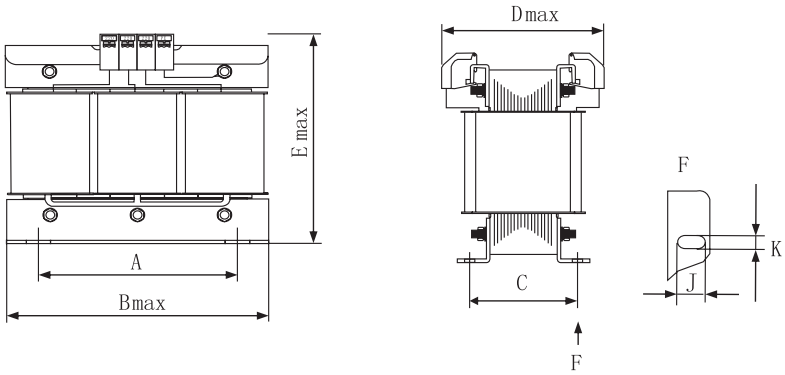
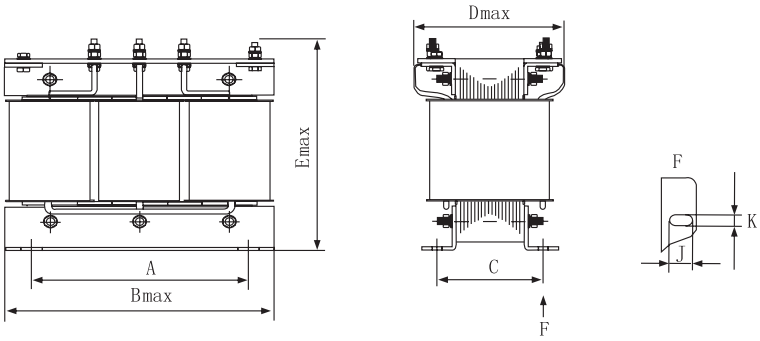

Fig. 1 Open type 5kVA and below (SBK)
Fig. 2 Open type 6kVA and above (SBK)
3.1 SBK series open type dry transformer outline dimensions (see Table, Fig. 1, Fig. 2).